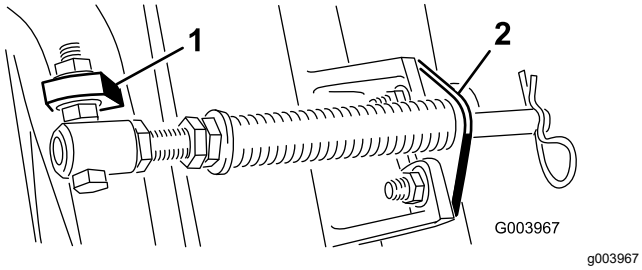
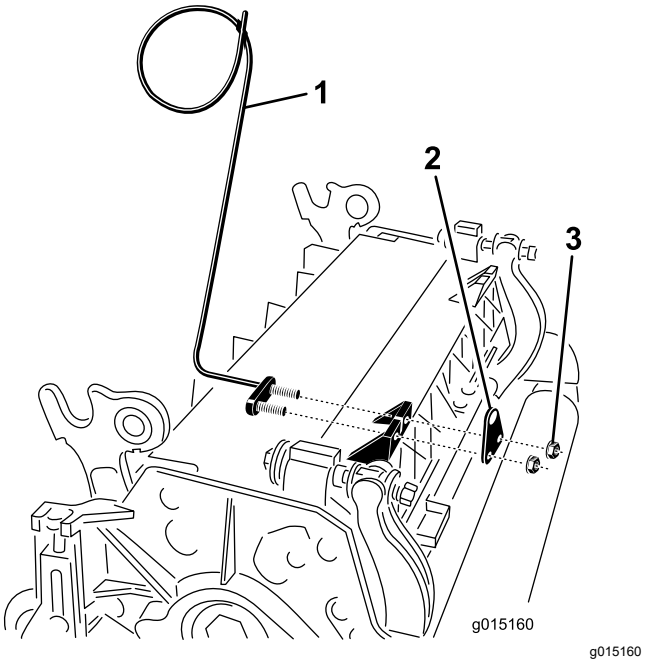

Figuur 11
Figuur 13
Opmerking: De kop van de bout moet zich bevinden aan de buitenkant van de lip zoals wordt getoond in Figuur 11.
E. Monteer de stangbeugel op de lipjes van het maaidek; gebruik hierbij de slotbouten en moeren (Figuur 11). Op het maaidek moet u de linkerslanggeleider aan de voorzijde van de lippen op het maaidek bevestigen bij het terugplaatsen van de stangbeugel (Figuur 13).